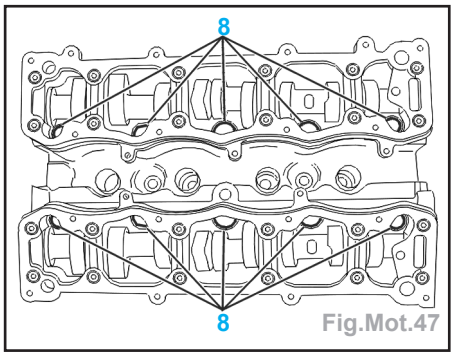

Fig.Mot.47
Impératif : desserrer progressivement et en spirale les vis (8) en commençant par l'extérieur (Fig.Mot.47).